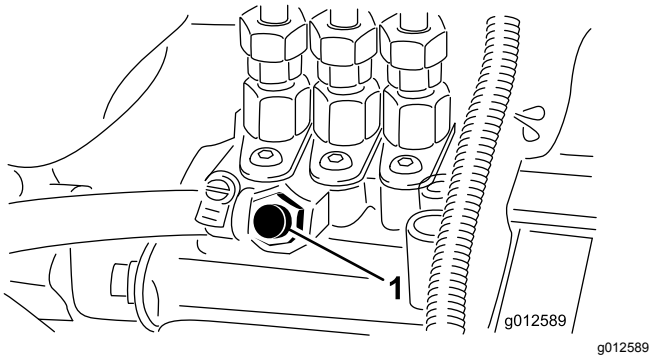

Figur 31
5. Öppna avluftarskruven på bränsleinsprutningspumpen (Figur 31).